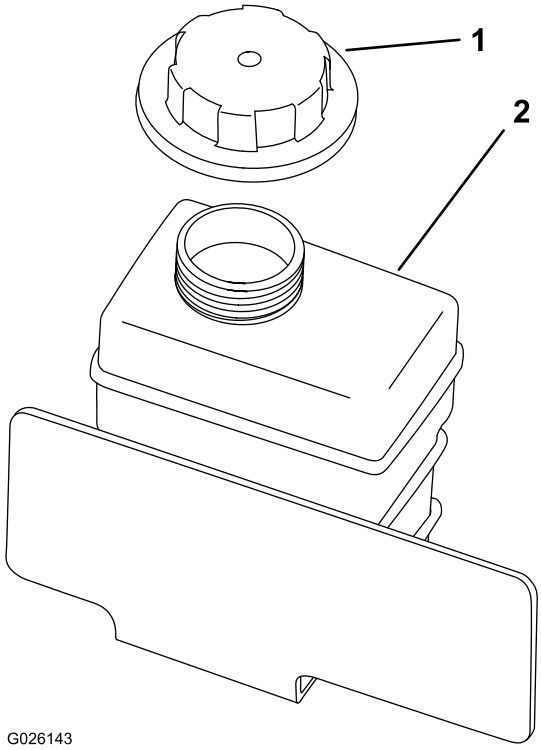

Figur 17
2. Kontroller kølervæskestanden i reservetanken (Figur 17).